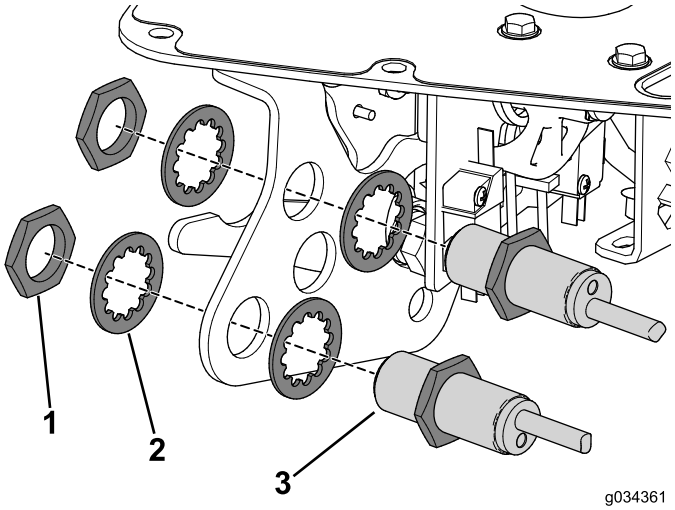

Figura 23
3. Utilizzate i dadi e le rondelle di bloccaggio rimossi in precedenza per fissare i sensori di prossimità alla staffa della leva di funzionamento (Figura 23).